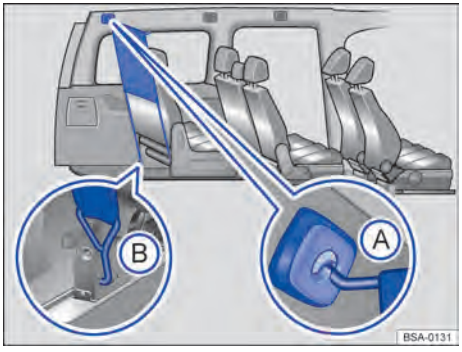

Fig. 158 Red de separación montada detrás de la tercera fila de asientos.
1. Enganche la red de separación en el alojamiento *trasero izquierdo* del techo → Fig. 158 Ⓐ. Asegúrese de tirar de la varilla transversal hacia abajo más allá de la posición superior.
3. Enganche la red de separación en la fijación del asiento → Fig. 158 Ⓑ.